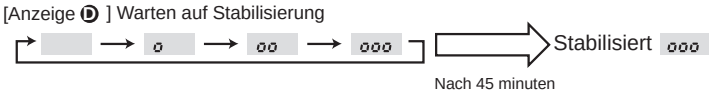

**Fig. 8-3**
③ Drücken Sie zur Bestätigung der Einstellung die (FILTER) (↵) -Taste. (Fig. 8-3)